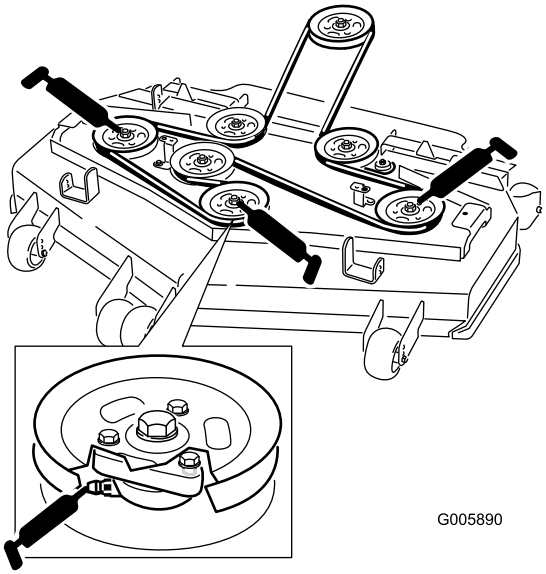

Figur 30
4. Smør de tre spindellejer under remskiverne, indtil der kommer fedt ud af de nederste tætninger (Figur 30).
5. Smør fittingerne på løftearmene (Figur 30).